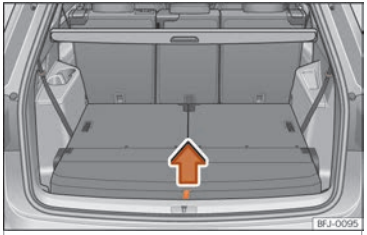

Fig. 161 En el maletero: levantar el suelo del maletero.
- Tire del suelo del maletero por el lazo ››› fig. 161 hacia arriba, en el sentido de la flecha, y extráigalo.